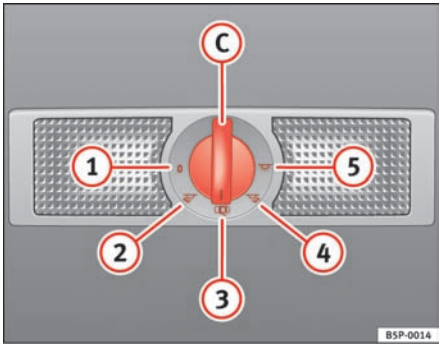

Fig. 80 Interior roof trim: interior and reading lights at the rear of the passenger compartment.
The switch ⇒ fig. 80 (C) is used to select the following positions:
In switch position ⇒ fig. 80 (1), the interior and reading lights are switched off.